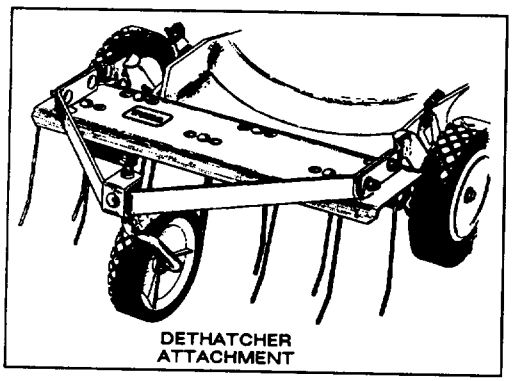

**Figure 27**
2. CHECK ADJUSTMENT (Fig. 27)—Move control bar toward handle until slack in wire is removed. Gap between brake lever and handle must be 1/8"-3/16". See step 3 for adjustment.
**2. Dethatcher Kit, Model No. 59131**—Installs in minutes. Front mounted for easy maneuverability. Spring tines loosen thatch for clean vacuuming into grass bag (Fig. 27).